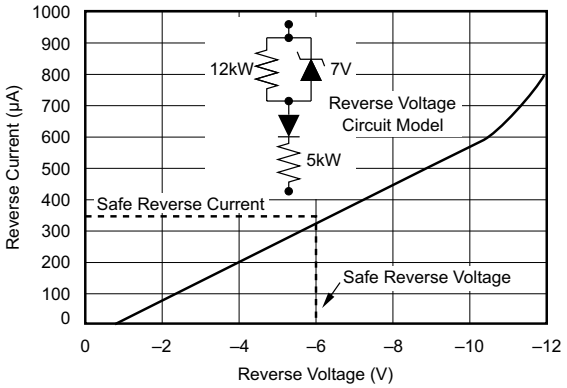
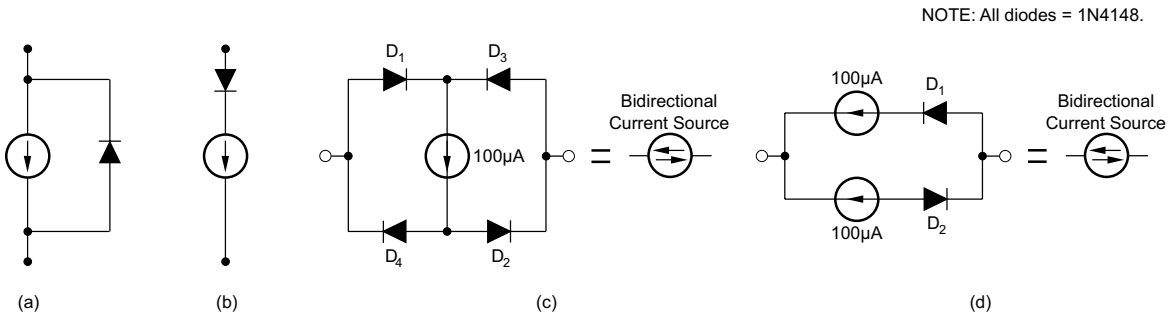

Figure 6. Current Source Reverse Current vs Reverse Voltage
Figure 17. Reverse Voltage Protection
If the current sources are subjected to reverse voltage, a protection diode may be required. A reverse voltage circuit model of the REF200 is shown in Figure 6. If reverse voltage is limited to less than 6 V or reverse current is limited to less than 350 µA, then no protection circuitry is required. A parallel diode (see (a) in Figure 17) protects the device by limiting the reverse voltage across the current source to approximately 0.7 V. In some applications, a series diode may be preferable (see (b) in Figure 17), because it allows no reverse current. This configuration, however, reduces the compliance voltage range by one diode drop.
(1) See Figure 17.